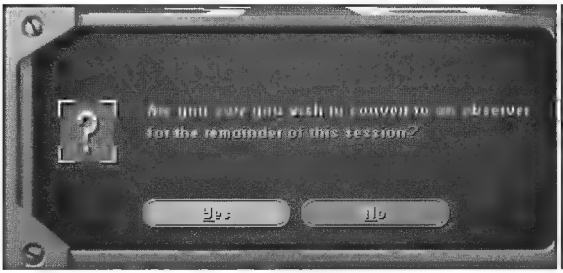

Figure 10.7: Press Ctrl+Shift+O to enter Observer mode.
1. After entering a multiplayer game, press Ctrl+Shift+O (see Figure 10.7).